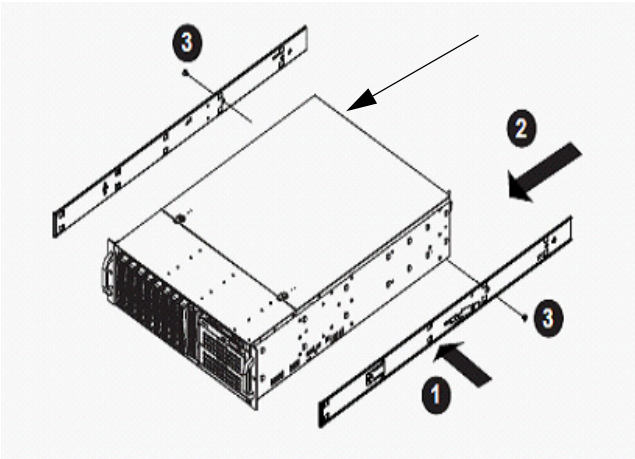

Figure 3-3 Installing the Inner Rail Extensions On the Small Rails
2. Install the inner rail extensions (refer to Figure 3-3.
- Secure the inner rail to the DSS200 chassis with the four provided screws, as shown in Figure 3-3. Repeat these steps for the other inner rail.